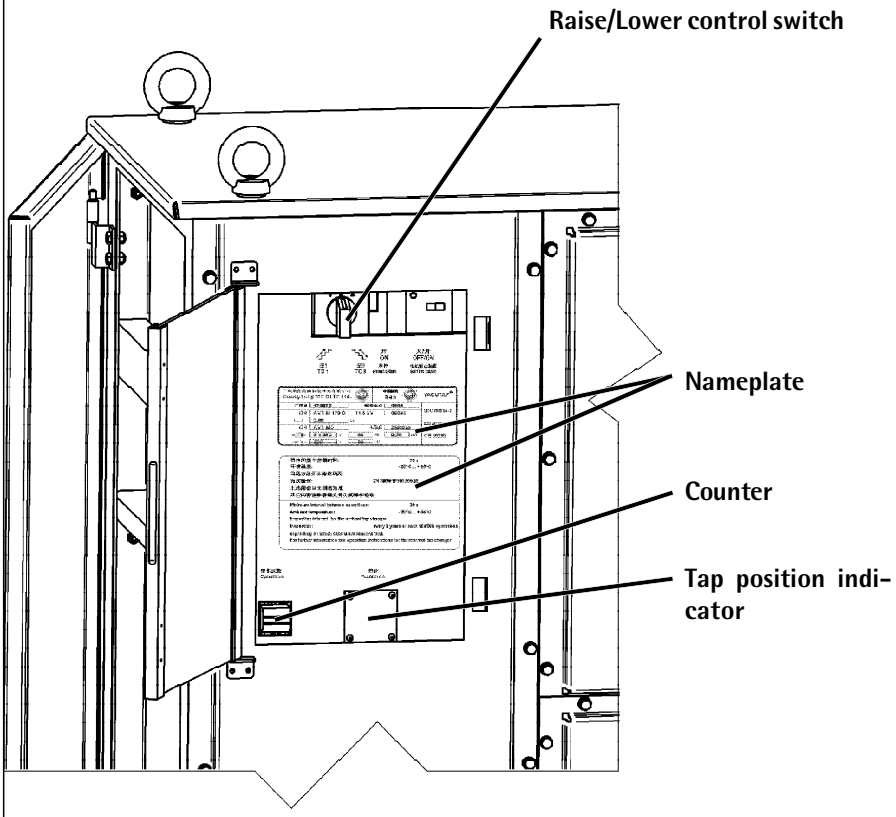

Fig. 20: Control panel
- On-load tap-changer number (see nameplate on the control panel, Fig. 20)
- Operation counter reading (see control panel in Fig. 20)
- Operating position (see control panel in Fig. 20)